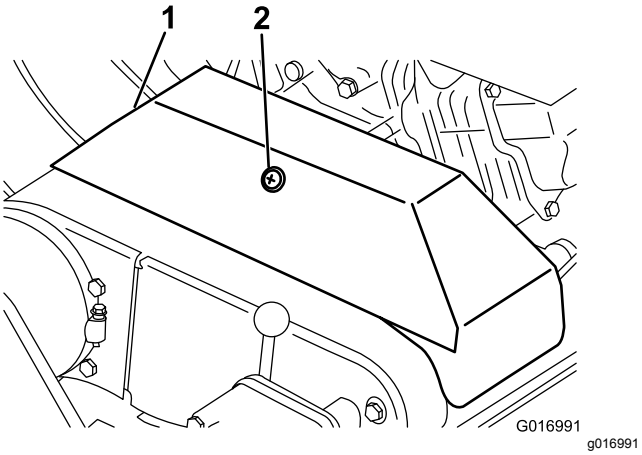

Figur 39
3. Løsn holderen, som fastgør kileremskærmen, og drej skærmen for at åbne den (Figur 39).